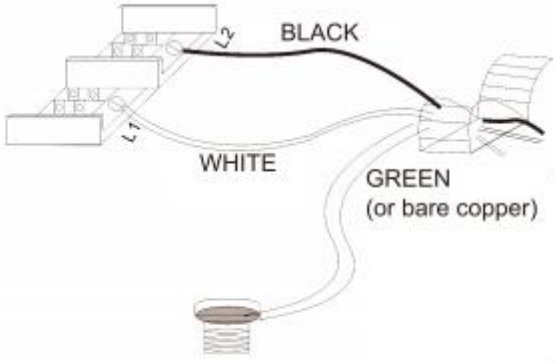

Figure7
2. Attach the cable connectors to the unit (see Figure 7)and slide the 10-gauge wire through the cable connector.
NOTE: All wiring must be carried out by a certified Electrician and must be in accordance to national and local electrical codes. For certain applications, conduit may be required, see Figure7. check local electrical codes. If you run the wiring in conduit and wish to be able to turn the heater be sure to purchase enough flexible conduit to allow the heater to be turned.
3. connect the wire to the power block located in the base of the heater-see Figure7.